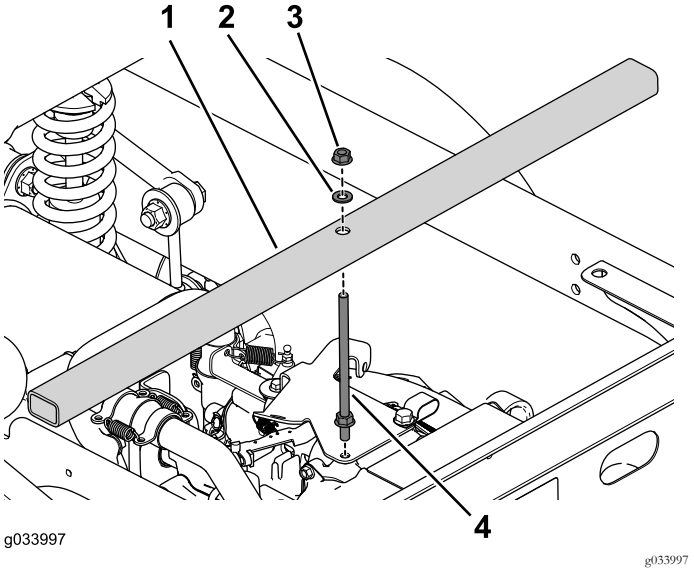

Figure 13
1. Retirez le boulon à embase du support d'accélérateur (Figure 13).
2. Utilisez les 2 écrous à embase, la rondelle et la tige filetée pour installer le support de pont sur le moteur (Figure 13).